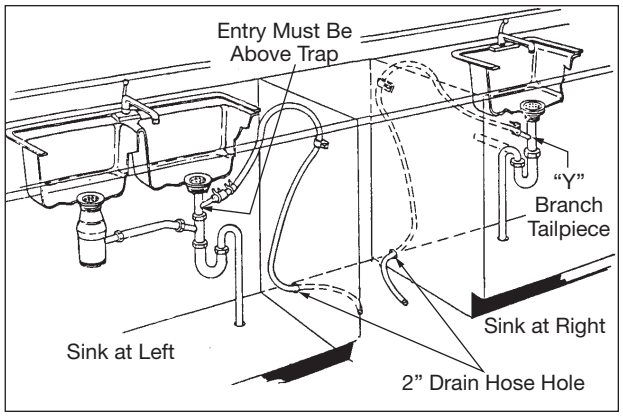

Figure 2-13. Installation Diagram
1. Review Figures 2-13, 2-14 & 2-15 to see the different ways to connect dishwasher to drain system. Choose method that best suits your need.
2. If you connect to a sink drain, entry will need to be above trap. A “Y” branch tailpiece and connector kit, not included, will make this method easier and includes all needed fittings and instructions. (See Figure 2-13)